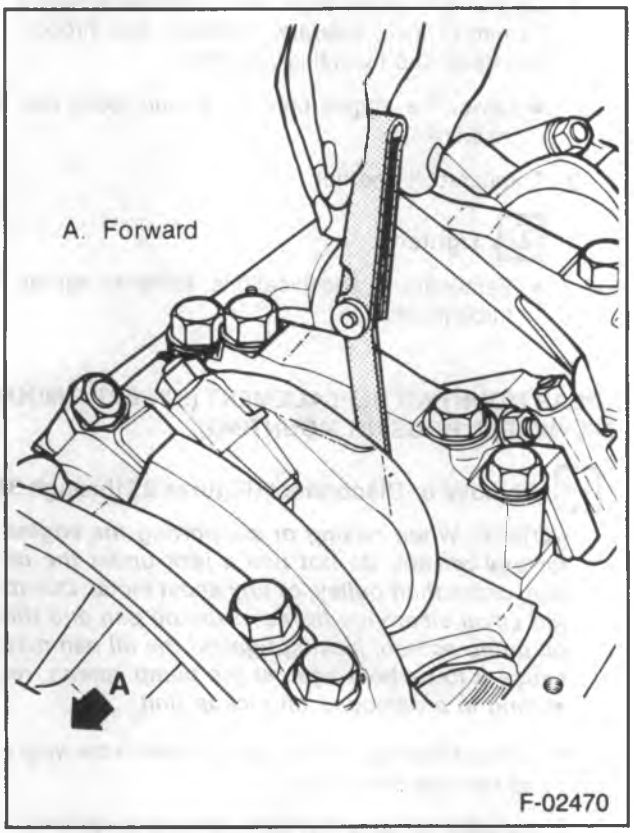

Figure 30—Measuring Crankshaft Endplay
- With the crankshaft forced forward, measure at the front end of the number 3 main bearing with a feeler gage (figure 30). The proper clearance is 0.10-0.25 mm.